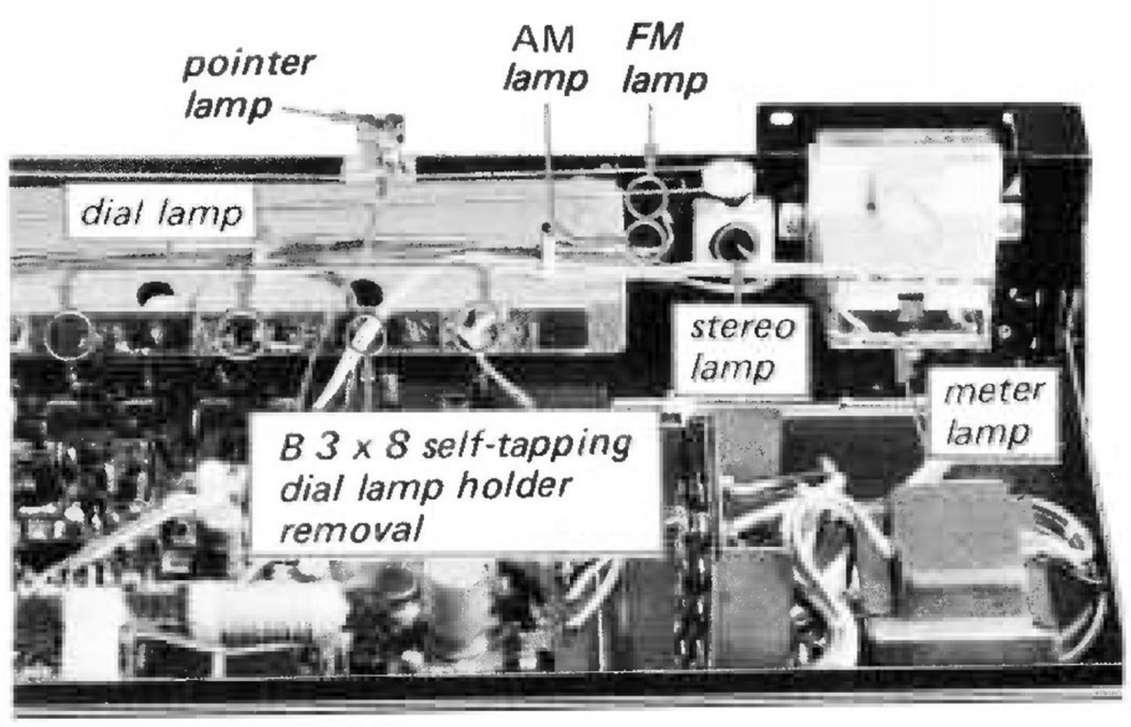

Fig. 2-3. Dial lamp replacement
1. Remove the screw securing the dial lamp holder to its shade shown in Fig. 2-3.